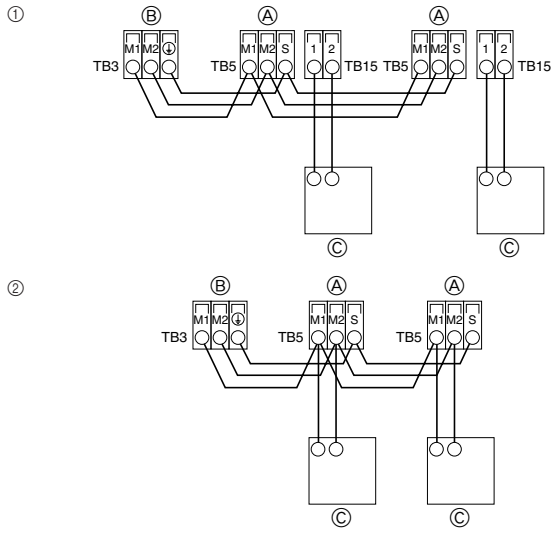

Fig. 6-2
6.2. Raccordement des câbles de la commande à distance et des câbles de transmission intérieurs et extérieurs (Fig. 6-2)